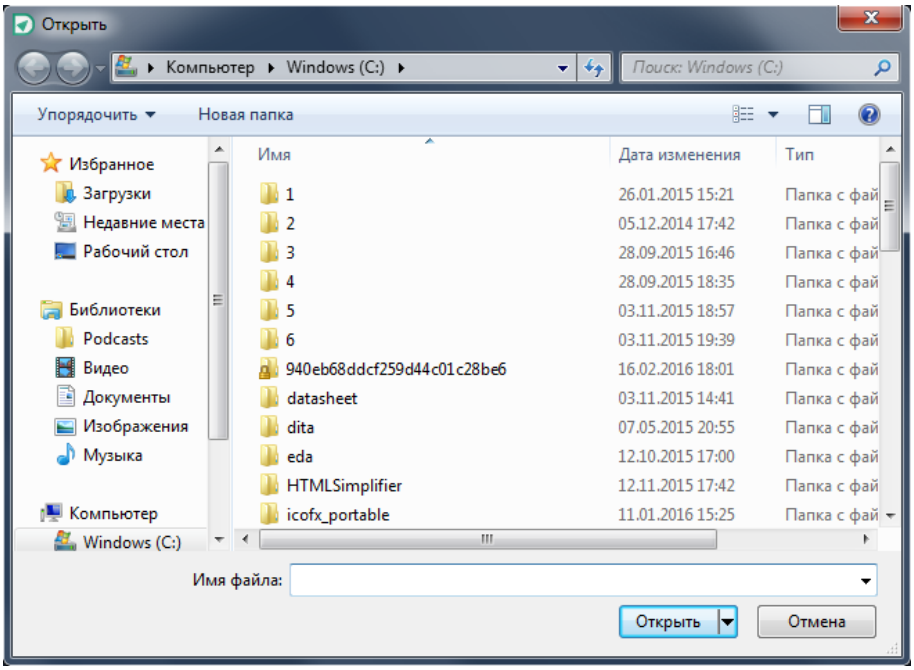

Рис. 308. Выбор файла 3d модели
3. Выбрать нужный файл модели в отобразившемся стандартном окне проводника, см. Рис. 308.